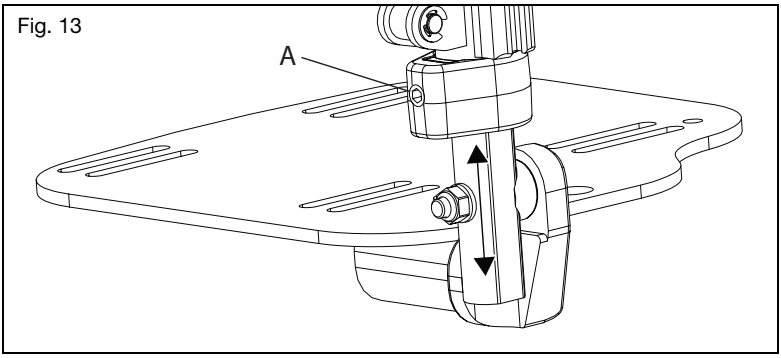

Fig. 13
a. Loosen the set screw (Fig. 13:A) with a 4mm Allen wrench.